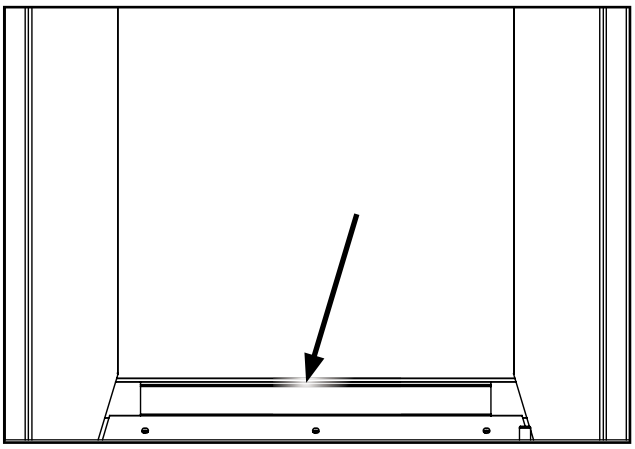

Figure 39. Rear Panel Ledge.
6. Install the rear ceramic panel first by sitting it on the ledge at the rear of the firebox (see figure 39), then follow with the left and right panels